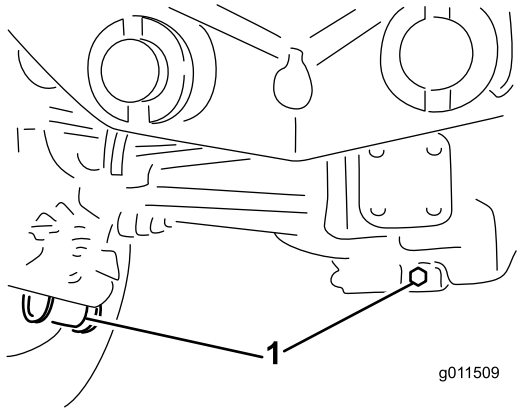

Bild 62
2. Reinigen Sie den Bereich um die drei Ablassschrauben, d. h. jeweils eine an beiden Enden und eine in der Mitte (Bild 62).